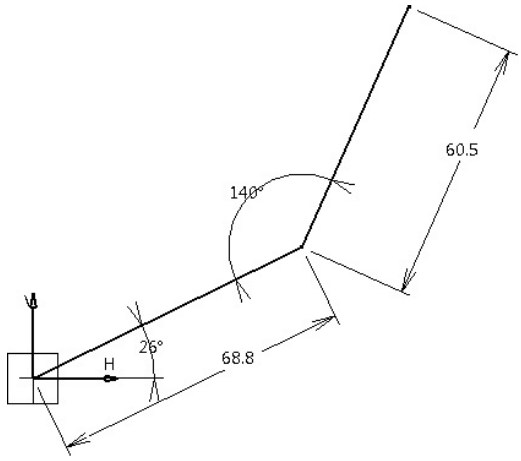

Figure 6-88 *Reference sketch*
a. Start a new file in the **Part** workbench and create the base feature of the model by extruding the sketch along the selected direction, refer to Figures 6-88 through 6-92.
2. Draw the sketch, as shown in Figure 6-88, and then exit the **Sketcher** workbench.